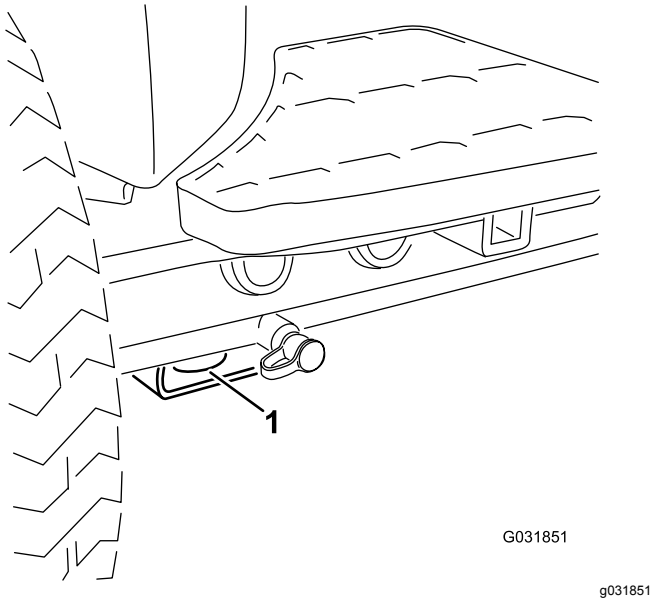

**Figur 72**
- Fram – hål i det fyrkantiga belägget under axelröret inuti båda framdäcken (Figur 72)